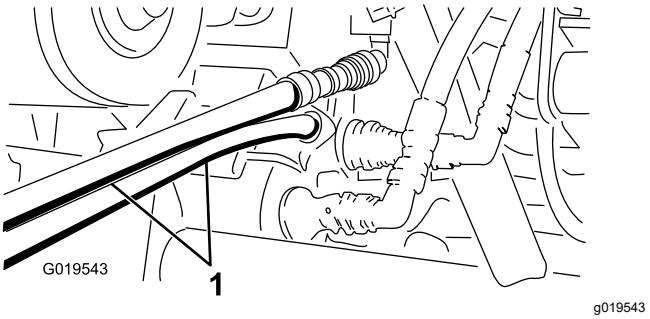

Figur 73
5. På den anden maskine: Forbind de to slanger med koblingen, der stadig sidder i koblingsholderen (forbind topslangen med topkoblingen og bundslangen med bundkoblingen) (Figur 73).